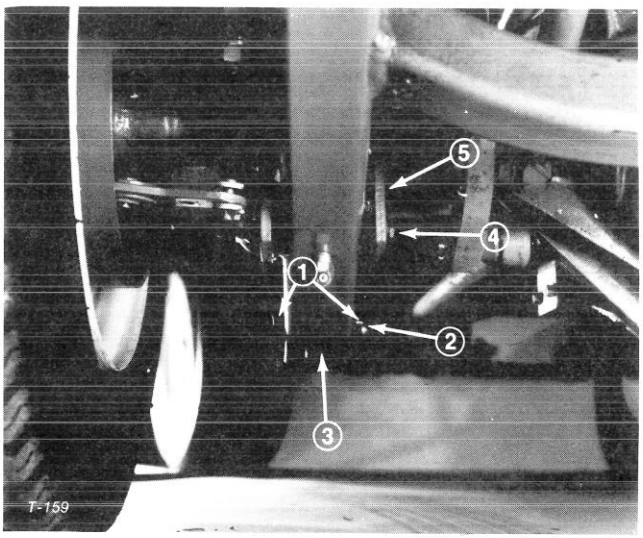

Figure 18
B. Remove cotter pins from both lift cylinder pins and remove pins from cylinder ends and lift arms (Fig. 18).
C. Remove capscrews securing lift arm pivot pins and remove pivot pins from lift arm (Fig. 18).